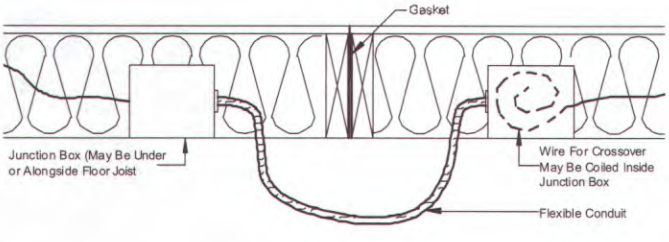

Figure 58. *Under the rim joist electrical crossover connection with conduit*
2. **Connect wires.** If wire is coiled inside one junction box, insert it into provided flexible conduit and pass it under the rim joists to the opposing box and make the connection as described above. If no coiled wire is provided, install provided ship-loose conduit with wire making connections in both boxes (**Figure 58**).